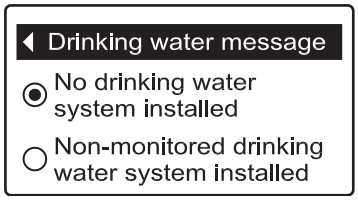

FIG. 105
If a communications-capable drinking water filtration system has been added to the remote, it will have its own status screen displayed during normal operation. Otherwise, a drinking water status screen will display one of the two messages shown in Figure 105.
4. Press the SELECT (○) button to display the Drinking water message menu (See Figure 105).